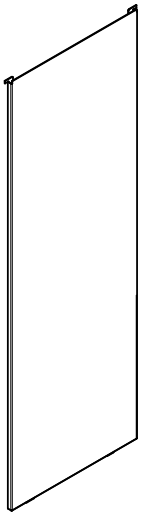
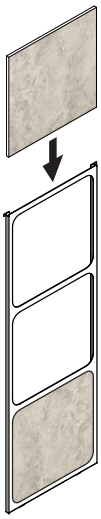

Figure 24.1
Figure 24.2
Votre appareil est expédié avec deux options de côtés, l'une est un panneau latéral complet **(Figure 24.1)** et un panneau latéral à tuiles **(Figure 24.2)**. Il y en a deux chacun et il n'y a aucun côté droit ou gauche, ceux-ci pouvant donc être changés à tout moment.
3. Empilez les tuiles incombustibles dans le cadre, comme il est indiqué à la **Figure 24.2**.